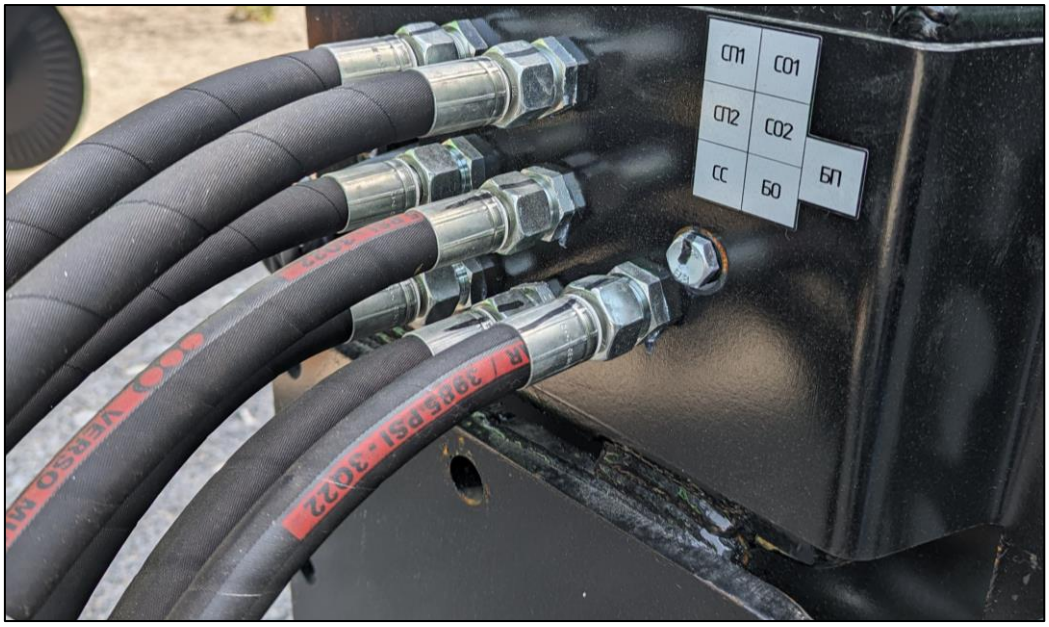

Рисунок 43 – Обозначение РВД
- Соедините РВД линии турбины и загрузочного шнека с разъёмом гидрораспределителя секции с **регулируемым потоком рабочей жидкости**. Разъёмы БП, БО и СС (БП – бункер подача БО – бункер обратка СС – свободный слив (дренаж)), рис. 43.